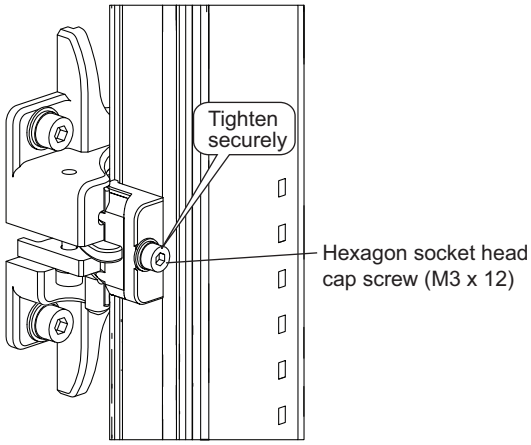

Figure 20
5. Tighten the hexagon socket head cap screw (M3 x 12) of Intermediate Bracket (1) with the tightening torque at 0.54 N•m (recommended). (Figure 20)